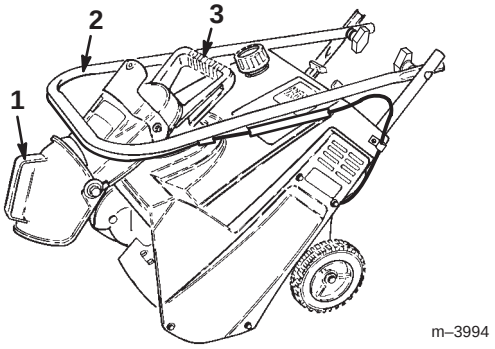

Figure 18
2. Fold the discharge chute down and install the knob tightly onto the bolt at the rear of the discharge chute handle (Fig. 18).
3. Loosen the knobs on the handle and fold the handle down over the snowthrower (Fig. 18).
4. Carry the snowthrower by its discharge chute handle (Fig. 18).